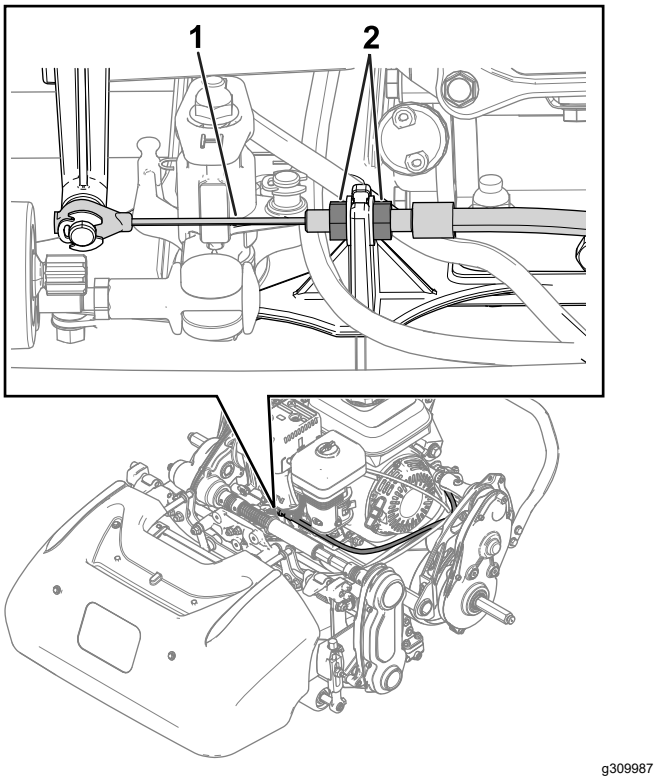
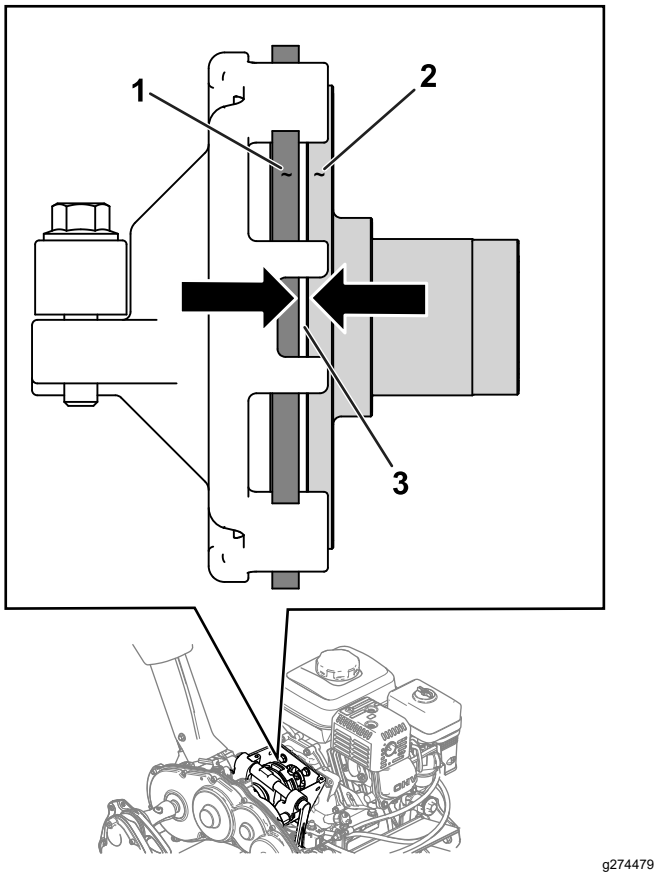

Figur 30
Figur 31
2. Lossa kontramuttrarna och justera drivkabeln så att avståndet mellan friktionsskivan och tryckplattan är 1,1 mm (Figur 30 och Figur 31).